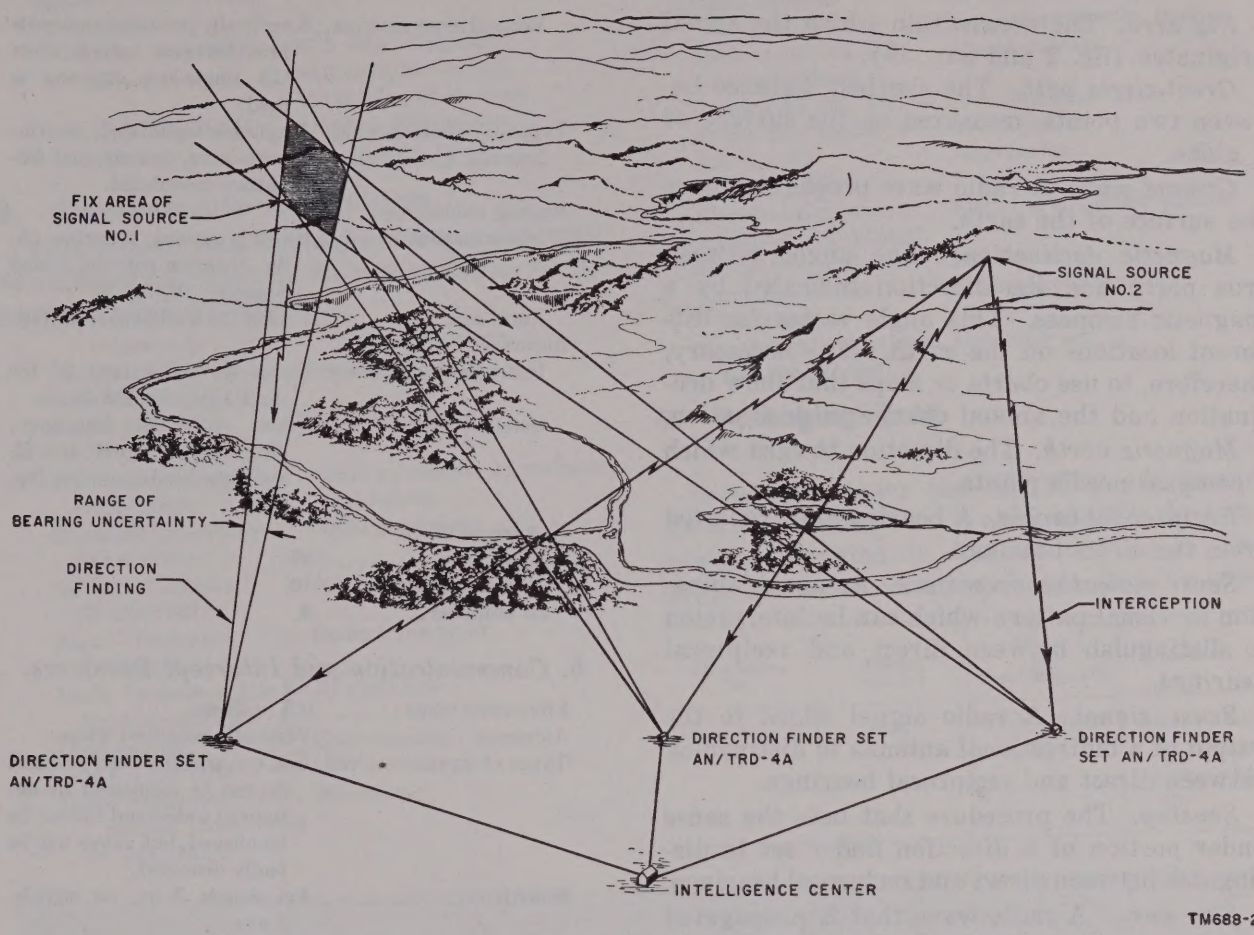

Figure 2. Tactical use of direction finder sets in a net for position finding and interception.
a. One direction finder set can determine only the bearing of a distant transmitter. Two or more direction finder sets must be used to find the position or *fix* of a transmitter by triangulation (par. 6). Single direction finder sets are sometimes used for homing of aircraft, but are commonly, direction finder sets, such as Direction Finder Sets AN/TRD–4A, are operated in groups or nets, and bearings from the individual direction finder sets are plotted on maps to establish the *fix* of a transmitter. Direction finder nets usually use a minimum of three sets. Figure 2 illustrates the use of three direction finder sets to determine the *fix* area of one transmitter and for intercept monitoring of a second transmitter.
b. If direction finding could be accomplished without errors, a *fix* would always be a definite point. However, because of small and unavoidable bearing errors and fluctuations caused by instrumental and propagation factors, a practical *fix* almost always is an area within which the signal source (transmitter) exists. The two bearing lines drawn toward the source from each direction finder in figure 2 represent the range of possible error or uncertainty in individual bearings.
Fix area. The area within which the signal originates (fig. 2 and par. 4*b*).